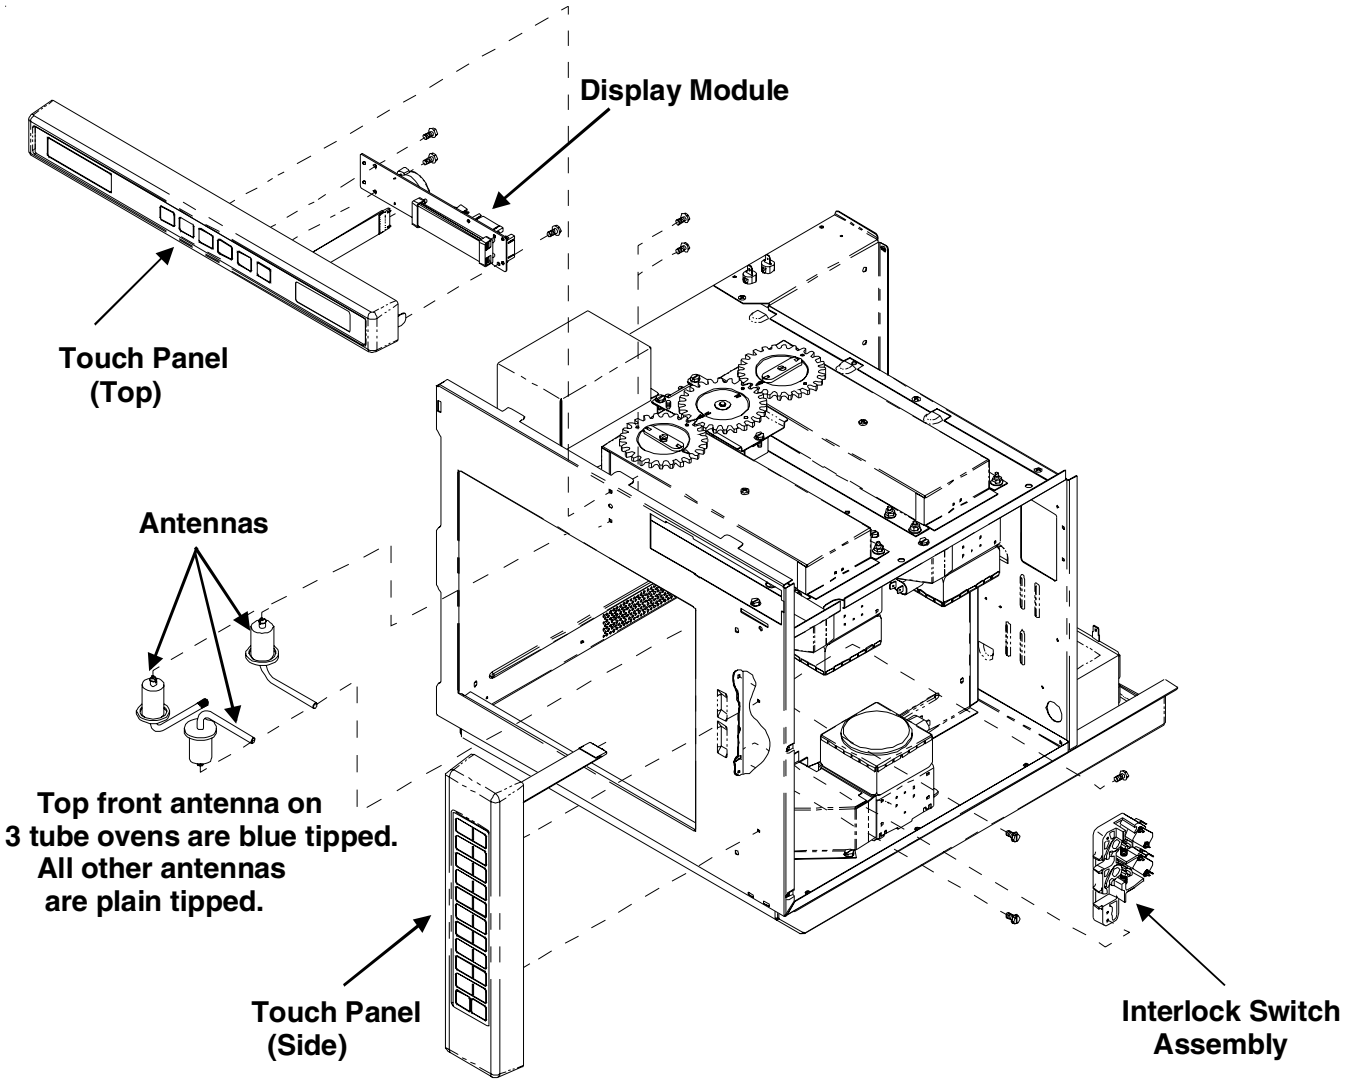

Figure 1
1. See “Component Location” Figure 1, for location.